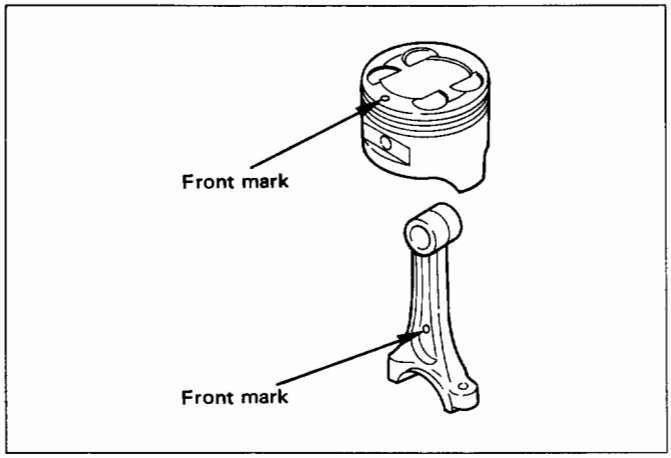

Fig. 6A-104
- With special tool and a press, press fit the piston pin (Fig. 6A-105).